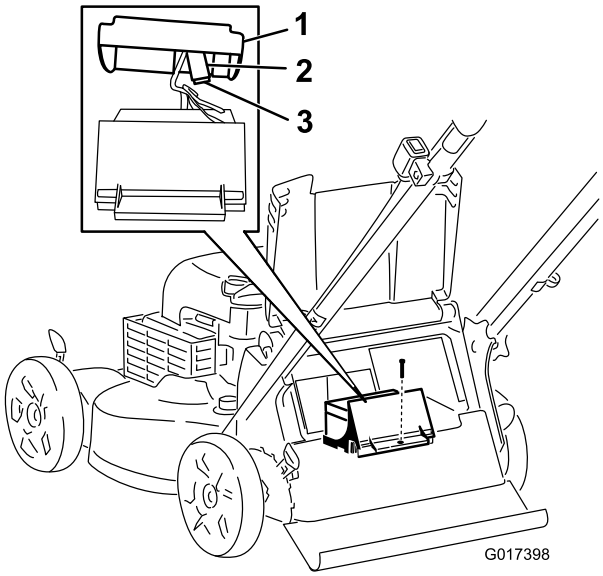

Figura 35
3. Retire o parafuso que prende o compartimento, retire a bateria e localize o fusível (Figura 35).
4. Volte a colocar o fusível no porta-fusíveis (Figura 35).